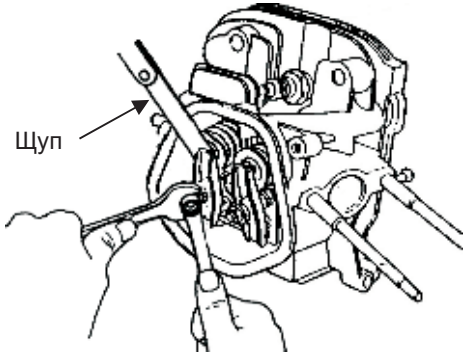

Рис. 1
Рисунок 1 стосується моделей PGE 25 DCS, PGE 65 DCS, PGE 65E DCS (AE), PGE 80E-3 DCS (AE).